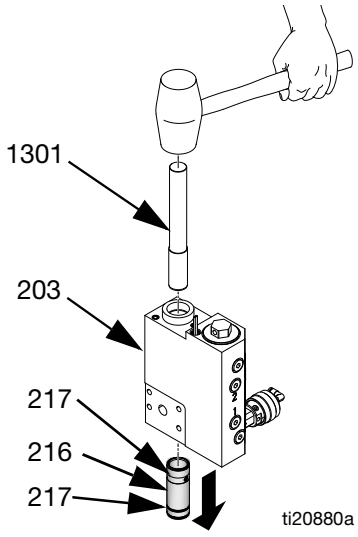

**FIG. 35**
14. Remove and discard cylinder seals (217). See FIG. 35.
1. Apply grease to seals (217) then install new cylinder seals (217) onto cylinder (216). See FIG. 35.